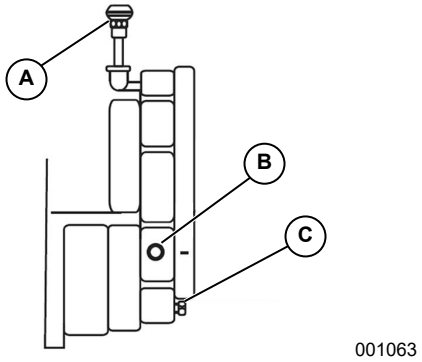

Figure 4-1. Gearbox Oil Servicing Points
2. Remove the oil level check plug. See *Figure 4-1*.